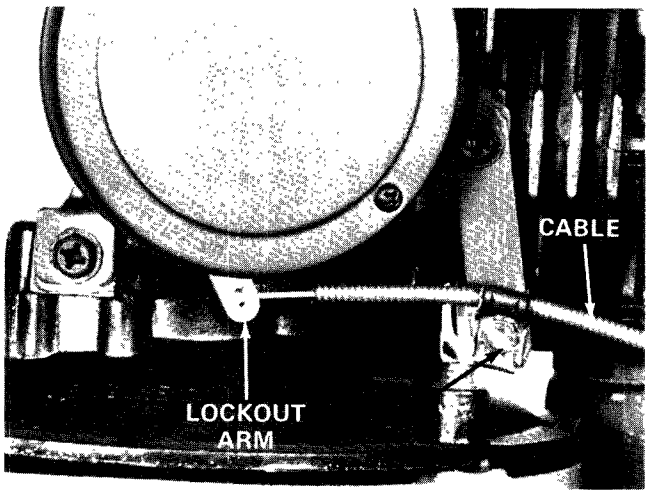

Figure 44
6. With recoil handle pulled out 10 inches, move control cable, wire, and lockout arm to the left until lockout arm stops (Fig. 44).
8. Move control cable, wire, and arm 1/16 of an inch or two or three coils of the cable to the right, and secure cable in place by tightening cable clamp screw (Fig. 44).